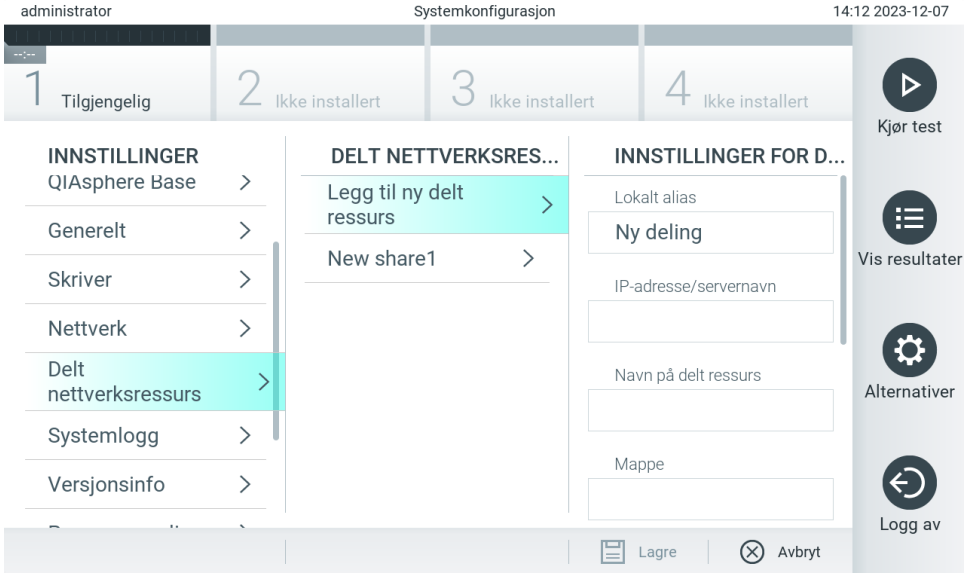

Figur 68. Legge til en delt nettverksressurs.
3. Trykk **Add new share** (Legg til ny delt ressurs) (figur 68).